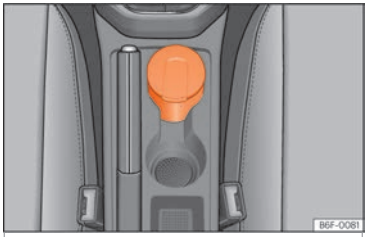

Fig. 159 Cinzeiro na consola central.
• Para abrir o cinzeiro, levantar a tampa ››› Fig. 159.